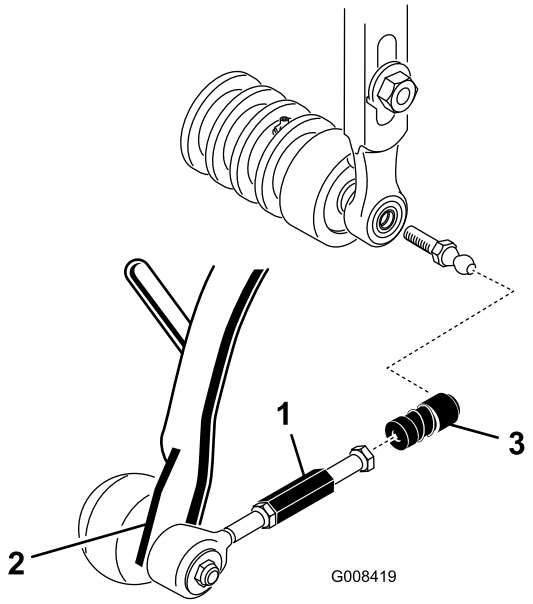

Figur 11
5. Før tilbake hylsen på hver kuleleddmottaker, og hekt fast mottakeren på kulebolten på klippeenheten (Figur 11).